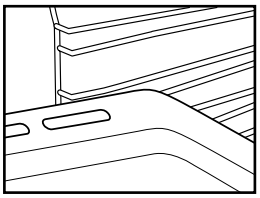

Рис. 2
2. Другие принадлежности, такие как поддон и противень, устанавливаются тем же способом, что и решетка *(Рис. 2)*.